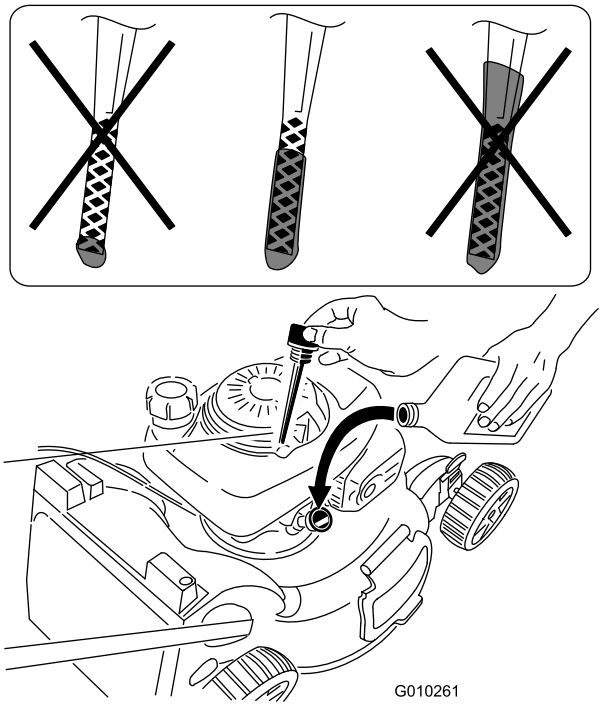

Figuur 6
2. Neem de peilstok eruit (Figuur 6) en giet ongeveer 3/4 van de capaciteit van het oliecarter in de vulbuis.
5. Haal de peilstok eruit en controleer het oliepeil; zie Figuur 6.
- Als het oliepeil te laag is, moet u traag een kleine hoeveelheid olie in de vulbuis gieten, 3 minuten wachten en vervolgens stappen 3 tot 5 herhalen totdat de olie het juiste peil heeft bereikt, zoals getoond in Figuur 6.
- Als het oliepeil te hoog is, tapt u de overtollige olie af tot het juiste oliepeil is bereikt, zoals getoond in Figuur 6. Voor het aftappen van overtollige olie, zie Motorolie verversen (bladz. 16).